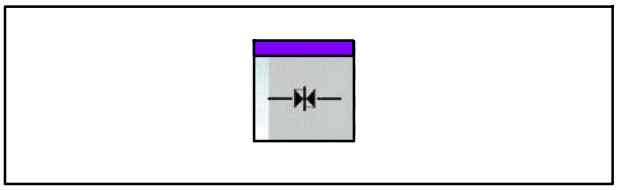

Fig. 149 Touche Fermer les genouillères
24. Appuyer sur la touche gauche Fermer les genouillères (Fig. 149) > le mécanisme à genouillère s'abaisse sans pression et effectue un préverrouillage des arbres à friction
29. Appuyer simultanément sur les deux touches Fermer les genouillères (Fig. 149) (commande bimanuelle) pour verrouiller définitivement les arbres à friction